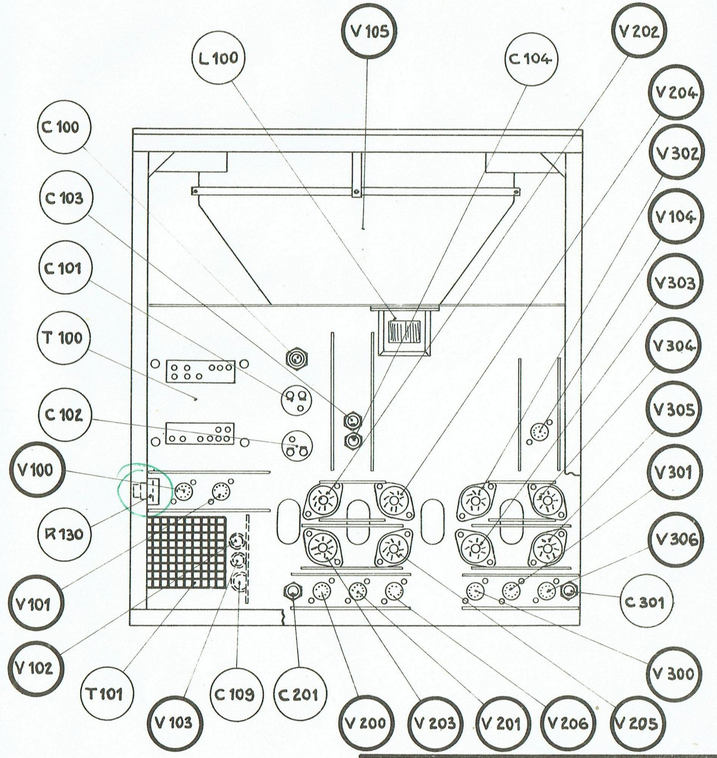

Fig. 3
- Le plan de disposition intérieure (figure 3) sur lequel les principaux organes sont repérés.
4.3.- REPRISE DU REGLAGE DE LA THT DU TUBE CATHODIQUE (figure 3)